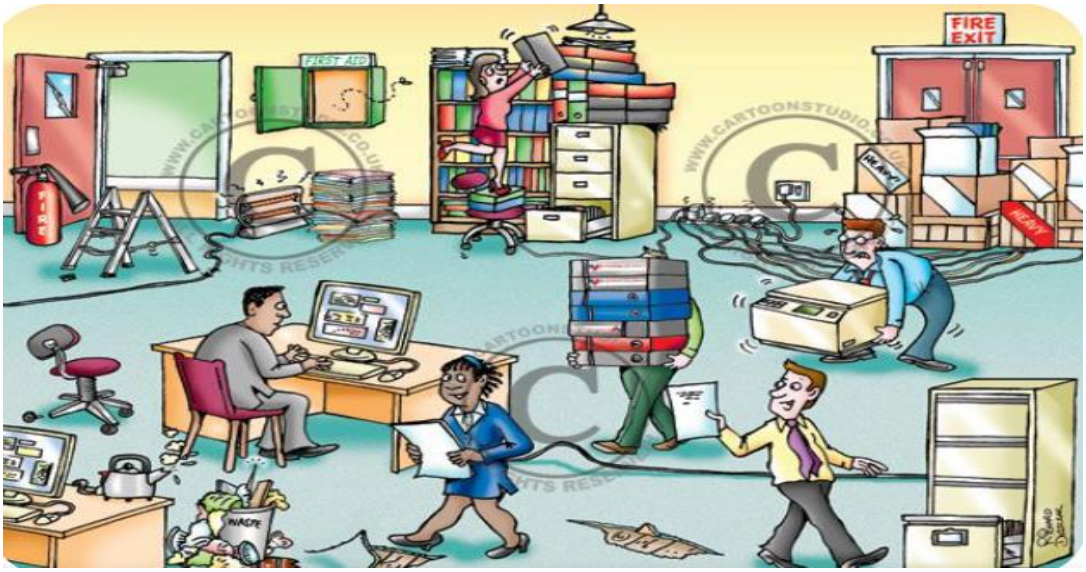

FIGURE 1
1.2.1 Study to FIGURE 1 and identify FIVE unsafe acts. (5)
1.2.2 Study to FIGURE 1 and identify FIVE unsafe conditions. (5)